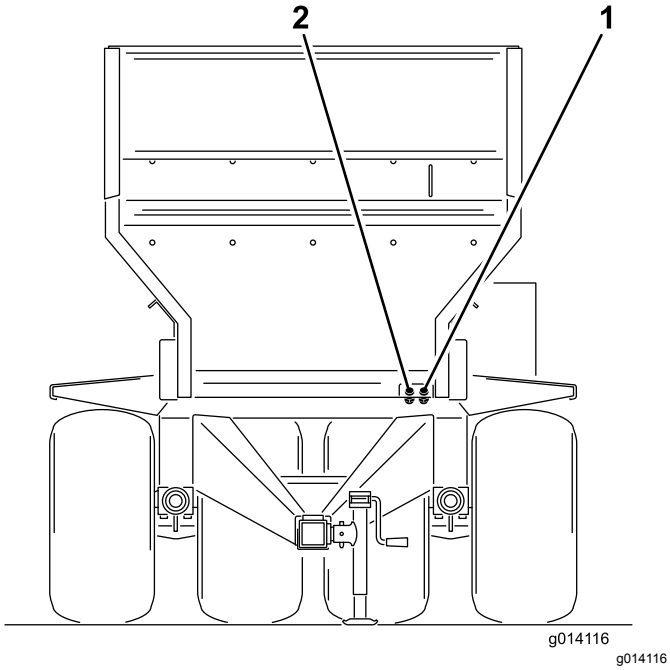

Figur 20
6. Anslut de två hydraulslangarna från maskinen till bogserfordonet. Stå vänd mot framänden av maskinen och anslut höger slang till trycksidan och vänster slang till retursidan (Figur 20). Returslangen är försedd med en inbyggd envägsbackventil. Pilen på backventilen ska vara riktad mot bogserfordonets returkontakt.